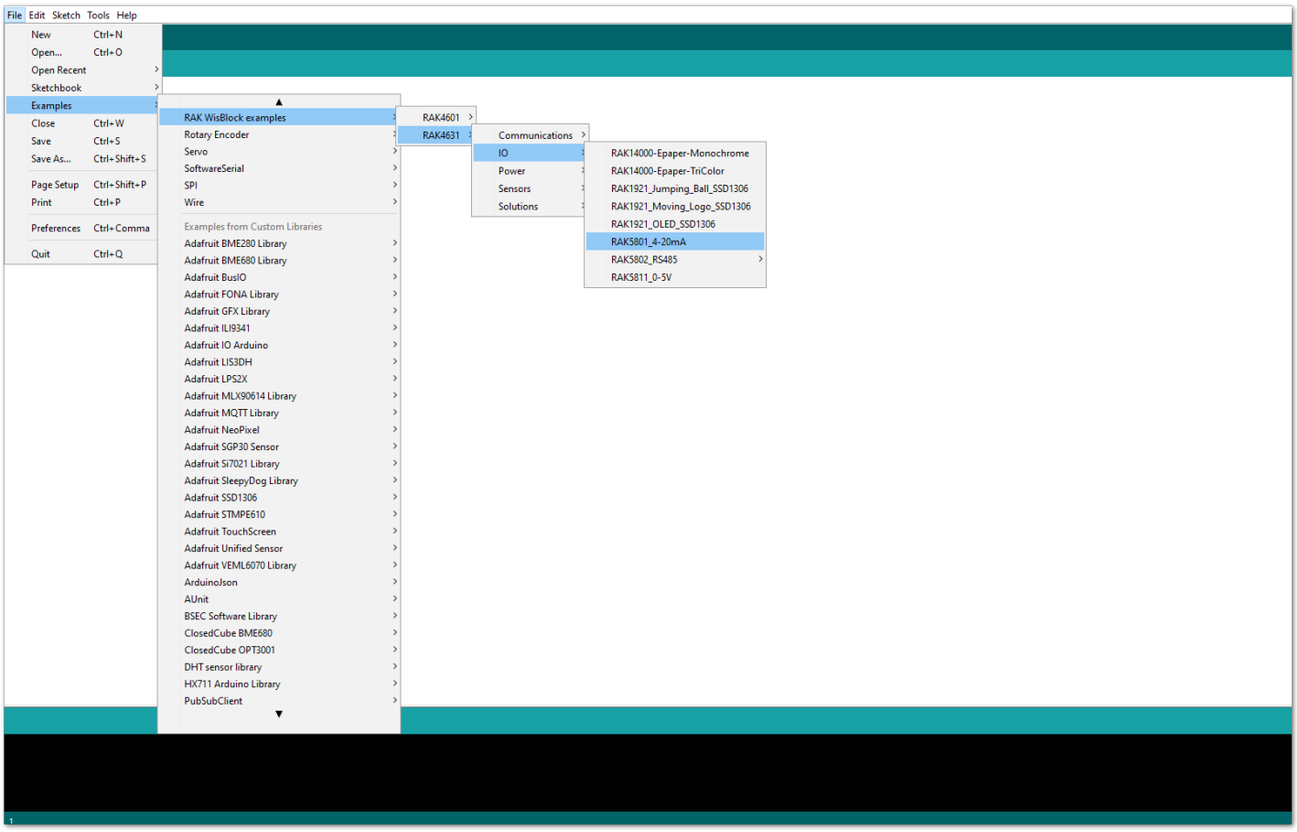

Figure 14: Opening RAK5801 example for RAK4631 WisBlock Core
2. The Basic Sample Code for RAK5801 in GitHub will work on RAK4631 WisBlock Core. You can also open the example codes depending on your WisBlock Core, as shown in **Figure 14**.